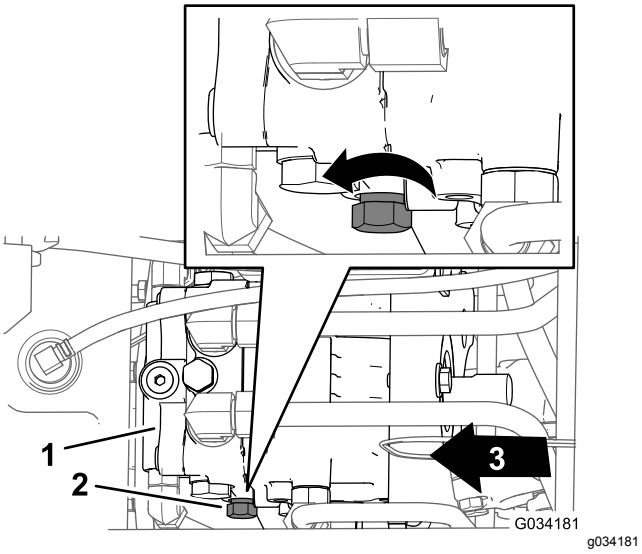

Figur 32
2. Lokalisera förbikopplingsventilens styrreglage på hydraulpumpens vänstra sida (Figur 32).
3. Vrid styrreglaget tre varv moturs (Figur 32).
1. Lokalisera förbikopplingsventilens styrreglage på hydraulpumpens vänstra sida (Figur 32).
2. Vrid styrreglaget (Figur 32) medsols tills det tar emot (förbikopplingsventilen är stängd).